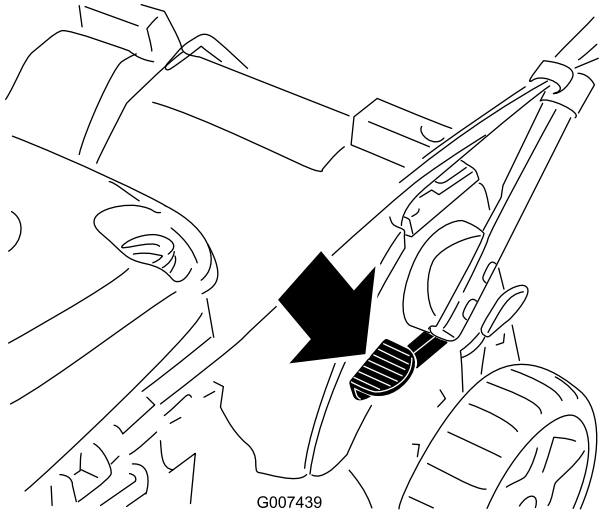

Figur 49
1. Træd fodpedalen ned og hold den nede (Figur 49).